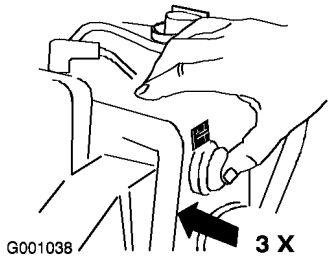

Bild 29
6. Drücken Sie die Kaltstarthilfe kräftig dreimal mit dem Daumen, halten Sie die Kaltstarthilfe jeweils für eine Sekunde gedrückt (Bild 29).